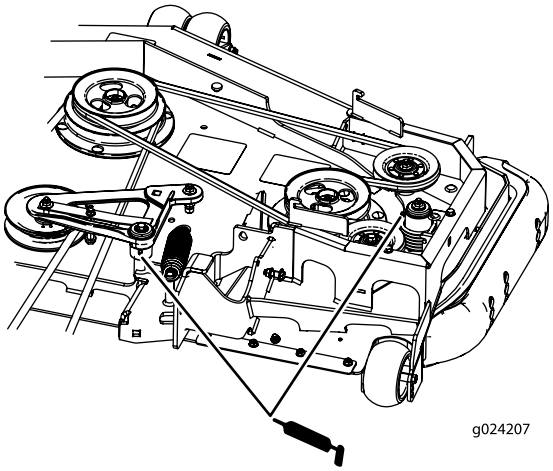

Figur 38
4. Smør skjoldremmens styrearme (Figur 38).